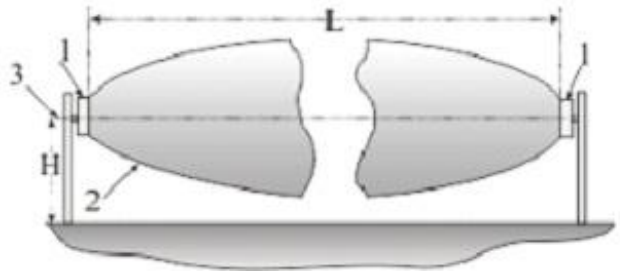
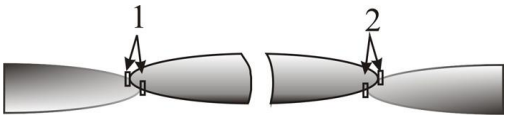

Рис. 4.1
Рис. 4.3
4.1.6 При наклонной ориентации блоков, ЗО «2» (рис. 4.1) имеет форму, усеченного поверхностью земли, эллипсоида вращения. При приближении к БПРД (БПРМ) ЗО «отрывается» от земли и, при необходимости обнаружения низко движущегося («на корточках») нарушителя, необходимо прикрыть образовавшиеся «проходы» с помощью смежных ЗО, как показано на рис. 4.3, 4.4 (вид сверху) и 4.5 (вид сбоку), либо с помощью физических преград.